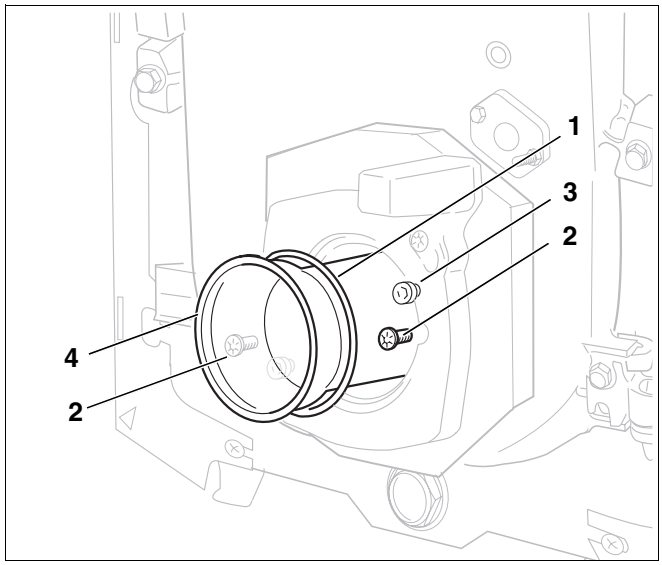

Fig. 30 Sustitución del cañón del quemador y comprobación de la junta
- Suelte los dos tornillos de sujeción (fig. 30, **pos. 2**).
- Monte un cañón de quemador nuevo (fig. 30, **pos. 4**) y una junta tórica (fig. 30, **pos. 1**).
- Coloque el quemador sobre los dos tornillos de la brida del quemador (fig. 30, **pos. 3**).
- Gírelo hacia la izquierda hasta el tope y apriete de nuevo los tornillos de sujeción (fig. 30, **pos. 2**).